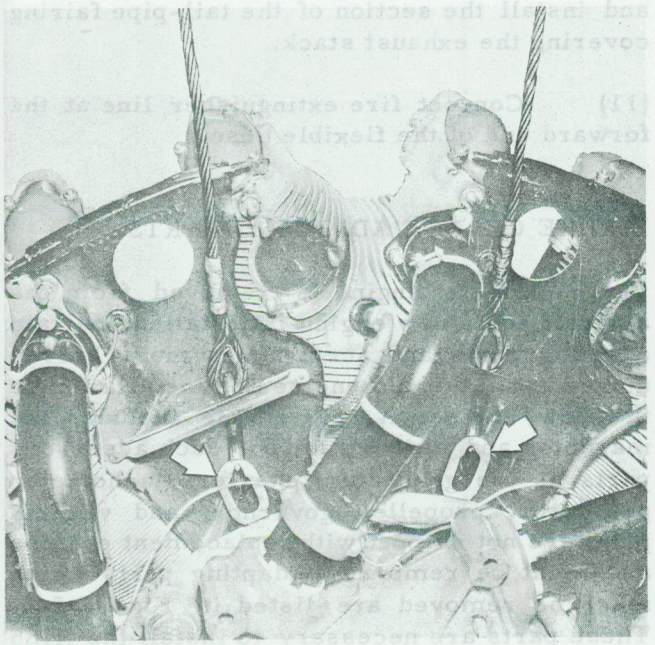

Figure 5-5 Engine Hoisting Eye Bolts
engine crankcase. Eyes are located between cylinders 1 and 2 and between cylinders 1 and 9 (Figure 5-5).
(1) Attach the hoist slings to lugs provided on the crankcase, between Cylinders 1 and 2 and Cylinders 1 and 9 (Figure 5-5).
(2) Allow hoist to support the weight of the engine assembly.